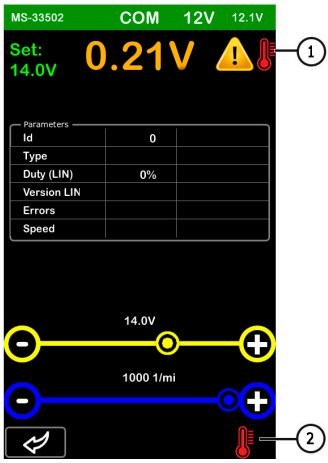

Rysunek 14
2. W przypadku przegrzania regulatora napięcia na ekranie pojawią się następujące ikony (zob. rys. 14).